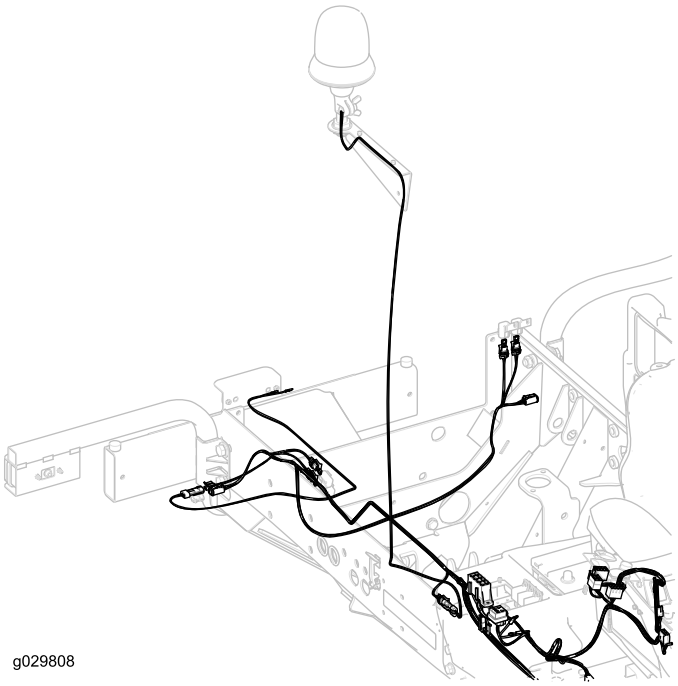

Figure 37
16. Route the rear section of the wiring harness to the right upright of the ROPS or cab (Figure 37).